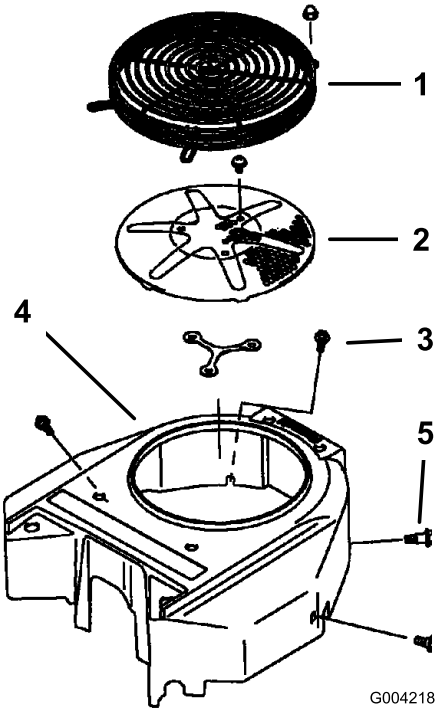

Figur 60
3. Fjern luftinntaksskjermen og viftehuset (Figur 60).
5. Monter luftinntaksskjerm, tilbakespolingsstarter og viftehus (Figur 60).